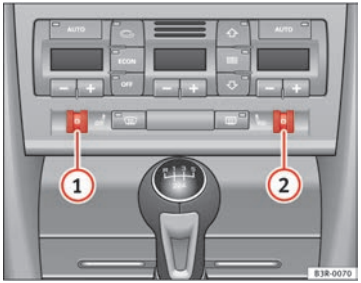

Fig. 144 Detailed view of the dash panel: Thumbwheel controls for seat heating
Turn thumbwheel (1) or (2) ⇒ fig. 144 to switch on and adjust the heating on the left or right front seats.